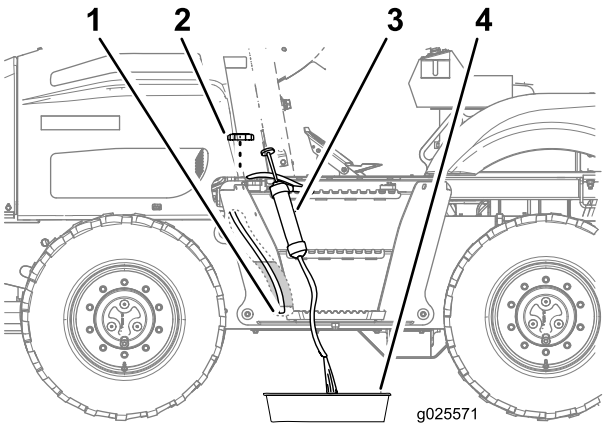

Bild 71
1. Nehmen Sie den Tankdeckel vom Kraftstofftank ab (Bild 71).
2. Verlegen Sie den Ansaugschlauch des Absauggeräts durch den Füllstutzen des Kraftstofftanks zur Unterseite des Kraftstofftanks (Bild 71).
3. Leiten Sie den Auslaufschlauch des Absauggeräts in eine Auffangwanne (Bild 71).
6. Schrauben Sie den Tankdeckel auf den Füllstutzen des Kraftstofftanks (Bild 71).